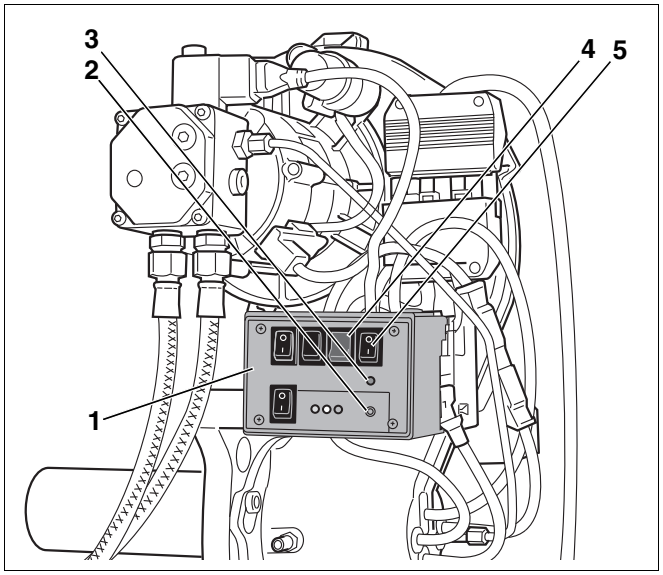

*Рис. 15 Выпустить воздух из топливопровода с помощью прибора контроля горелки.*
– Прибор контроля горелки (Рис. 15, **поз. 1**; дополнительная комплектация) – если всасывание топлива должно происходить через топливный насос, установленный на горелку
Далее описывается выпуск воздуха при помощи прибора контроля горелки (Рис. 15, **поз. 1**).
- Установить прибор контроля горелки (Рис. 15, **поз. 1**) на свободное место на цоколе.
- Включить систему управления пусковым выключателем. Горит светодиод (красный) (Рис. 15, **поз. 2**).
- Включить прибор контроля горелки пусковым выключателем (Рис. 15, **поз. 5**). Горят два светодиода (красный и зеленый) (Рис. 15, **поз. 2** и **3**).
- Включить переключатель для перемыкания подогревателя топлива (Рис. 15, **поз. 4**).